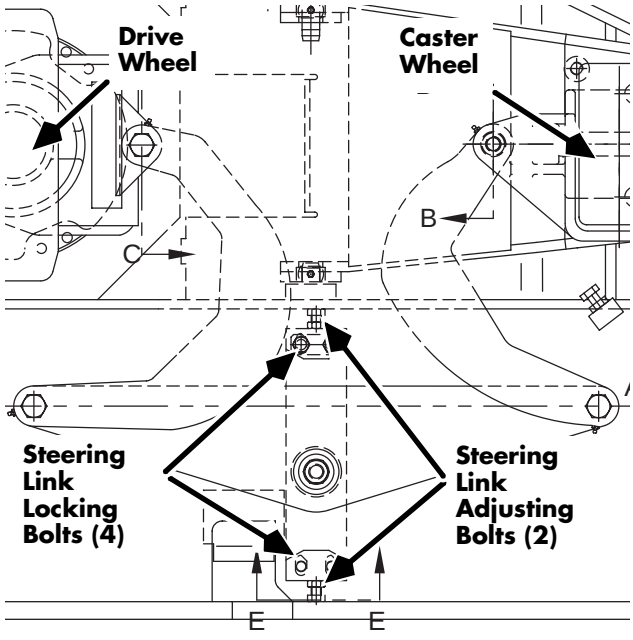

Figure 7-30: Steering Adjustments
3. Loosen the center steering link locking bolts. See Figure 7-30.